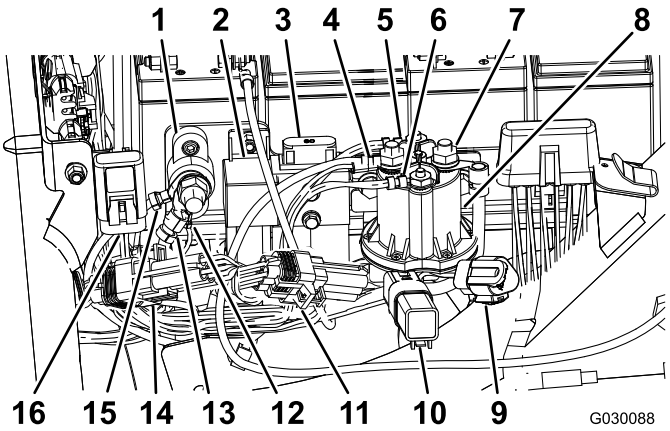

Figura 8
11. Retire y deseche la tapa del fusible de 10 A/58 voltios (un cable rojo y un cable amarillo); consulte Figura 8.